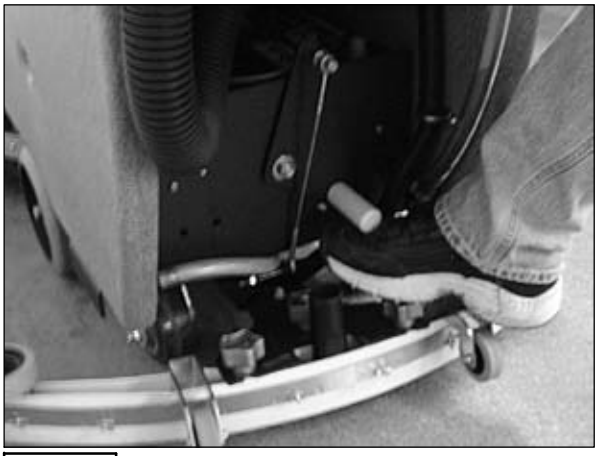

FIGURE 6.
1. LOWER THE SQUEEGEE MOUNTING PLATE BY ROTATING THE LIFT LEVER COUNTER-CLOCKWISE. *(SEE FIGURE 6.)*